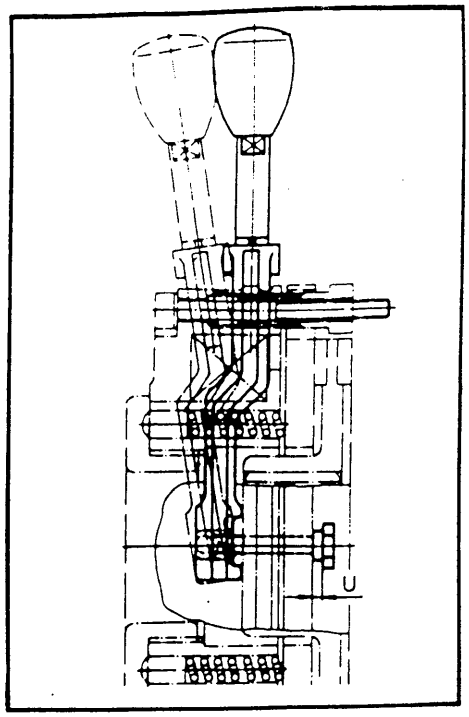

**FIGURE 3**
**9.** If air gap adjustment is necessary, loosen bolts (9A), rotate the adjustment tubes (8) approximately ¼ turn, retighten bolts (9A), and measure air gap. If air gap is not within tolerance, repeat procedure.
**10.** Set the hand release gap (Dimension "U" Figure 3) to the value indicated in Table 3 by tightening nuts (13H). Once set the nut is locked with factory applied thread locking compound. Any change in this setting could interfere with the safe operation of the brake.